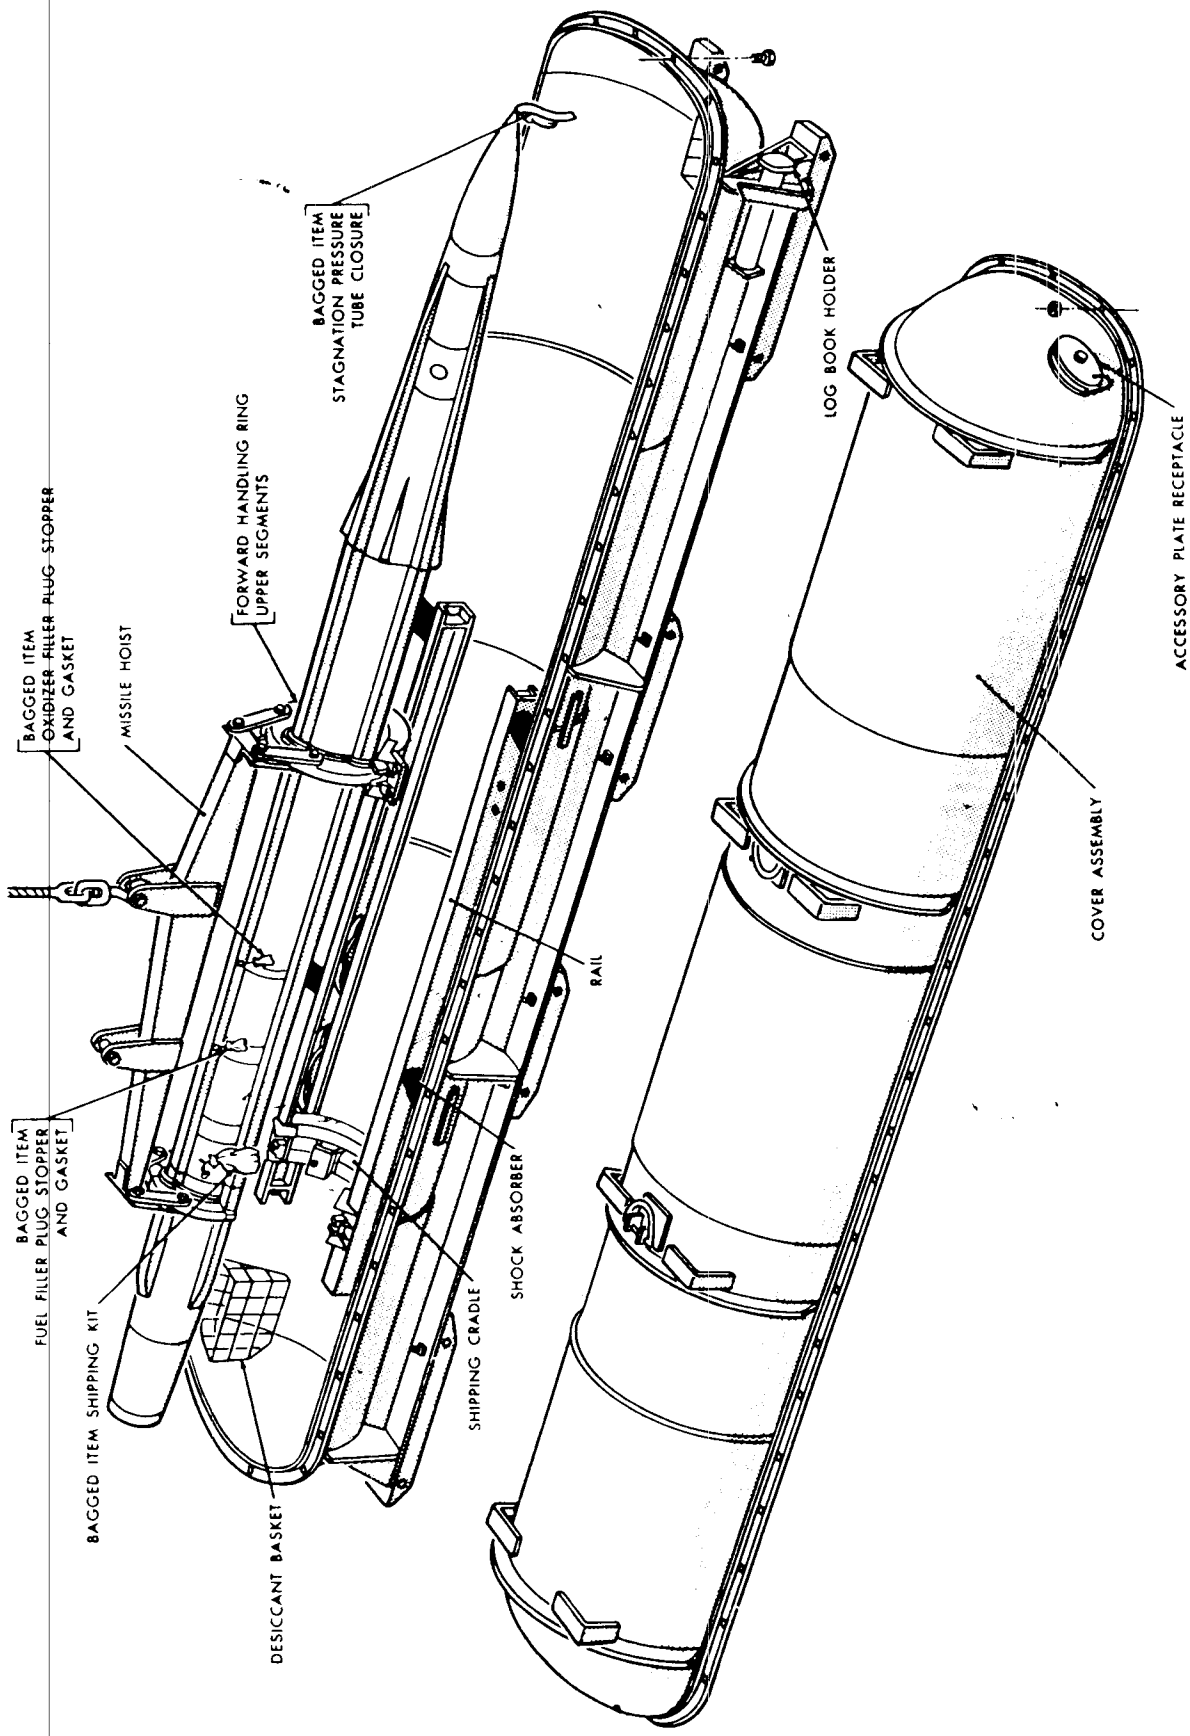

*Figure 151. Removing missile from two-piece container.*
*a. Two-Piece Container* (fig. 151).